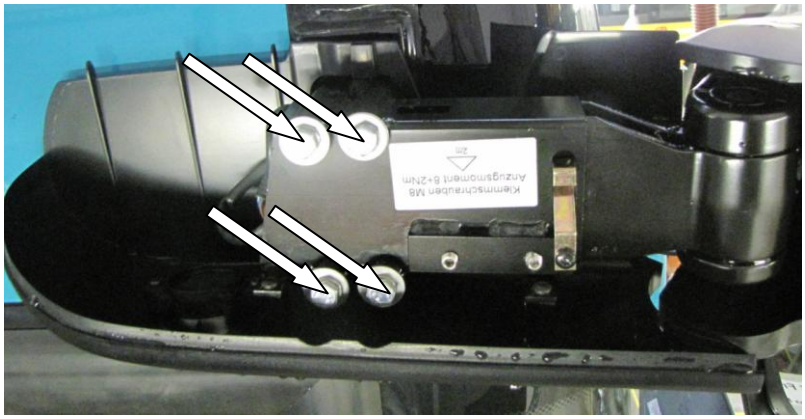

Rys. 6 Demontaż lusterka - po odkręceniu 4 śrub oznaczonych strzałkami
- demontaż lusterka następuje po odkręceniu śrub mocujących (Rys.6),